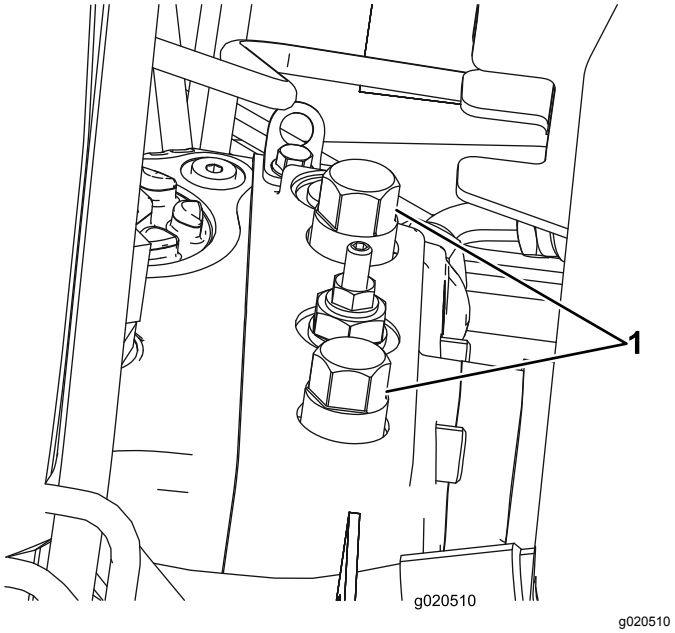

Figuur 44
1. Open de motorkap en zoek de omloopkleppen (Figuur 44) bovenaan de pomp, achter de accu en het opslagcompartiment.